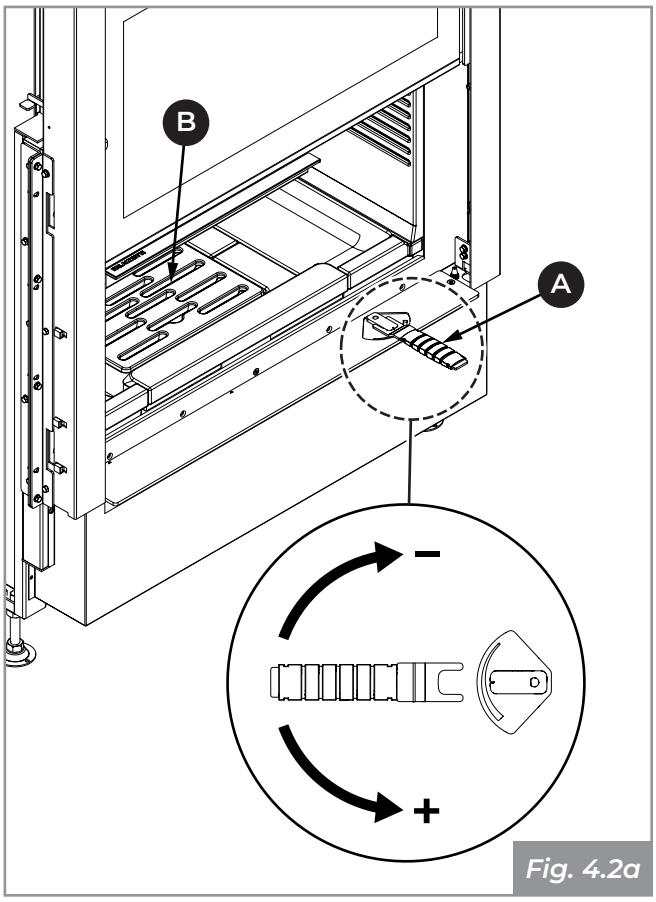
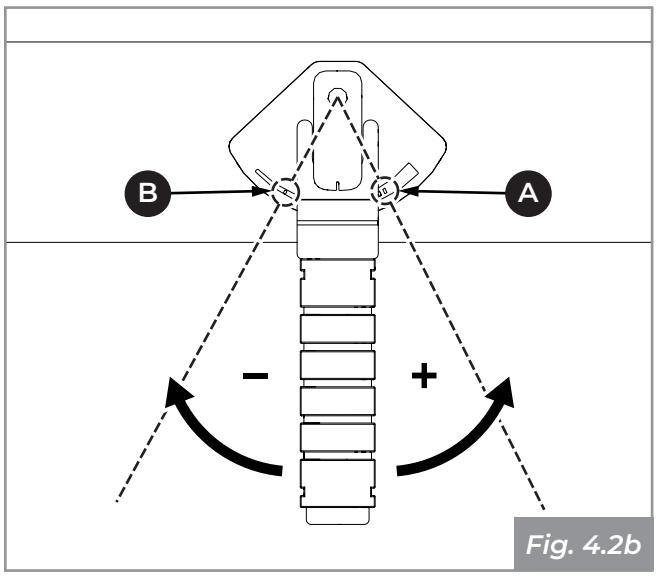
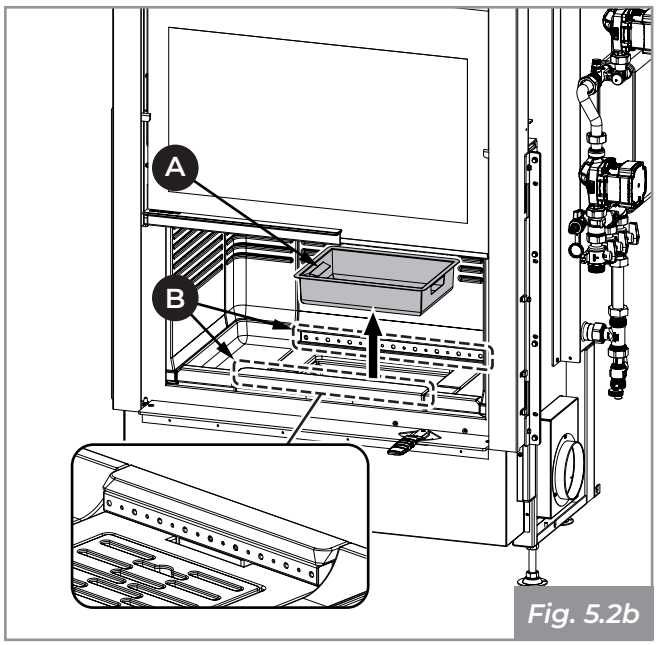

Fig. 4.2a
Fig. 4.2b
Fig. 5.2b
2. Using the cold handle (provided) **(A - Fig. 4.2a)**, fully open (+) the main air adjustment **(A - Fig. 4.2b)**;
3. Carefully place the logs in the combustion chamber, making sure not to completely cover the slots in the grill **(B - Fig. 4.2a)** and the front and rear holes of the combustive air distributor **(B - Fig. 5.2b)**;
8. Keep the air inlet open to ensure a high, bright flame **(A - Fig. 4.2b)**;
9. Only reduce the air inlet aperture **(B - Fig. 4.2b)**, using the special cold handle, once a good base of embers has formed.
Pull the ash drawer out from the base and vacuum up any ash deposited in the compartments underneath **(A - Fig. 5.2b)**.
Vacuum the front and rear holes of the combustive air distributor to prevent any accumulation of ash **(B - Fig. 5.2b)**.